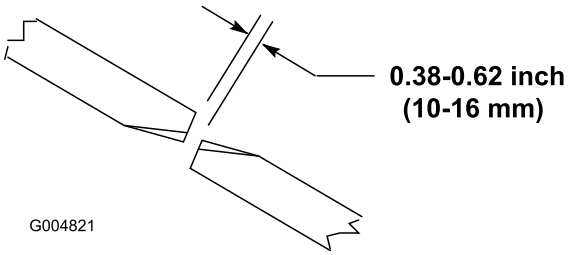

Figura 26
Para asegurar la correcta operación de la unidad de corte, debe haber una holgura de 10–16 mm entre los extremos de las cuchillas de la unidad de corte central y las unidades de corte laterales (Figura 26).
2. Gire una cuchilla de la unidad de corte central y una cuchilla de la unidad lateral de manera que las puntas estén alineadas. Mida la distancia entre las puntas de las cuchillas, que debe ser de aproximadamente 10–16 mm (Figura 26).